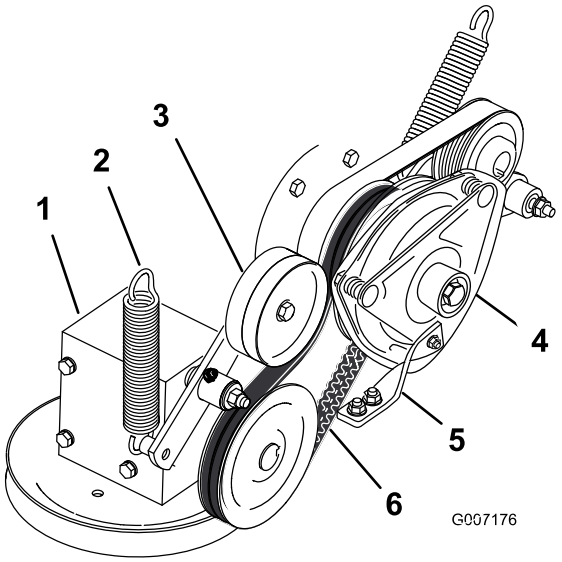

Figur 70
4. Tag fjederen af styrearmen (Figur 70).
7. Monter kraftudtagets drivrem omkring koblingens remskive og gearkassens remskive (Figur 70).
9. Monter fjederen på styrearmen (Figur 70).